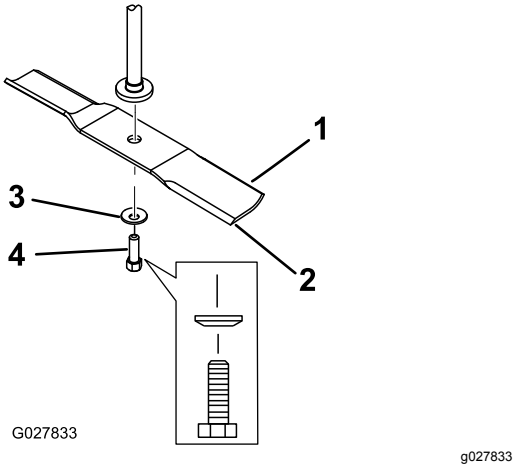

Figuur 56
2. Verwijder de mesbout, de klemring en het mes van de spilas (Figuur 56).
1. Monteer het mes op de as (Figuur 56).
2. Monteer de klemring (holle kant naar het mes toe) en de mesbout (Figuur 56).